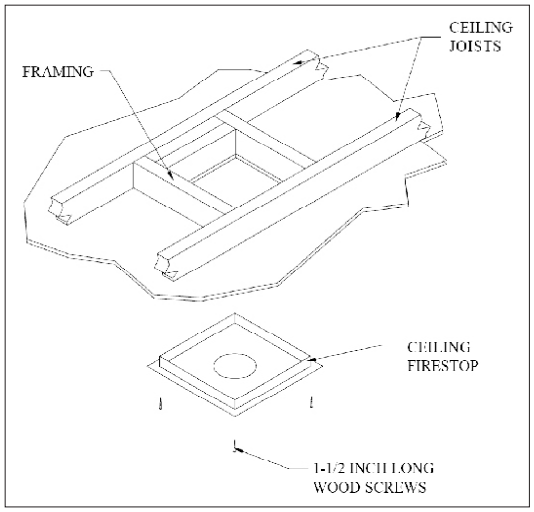
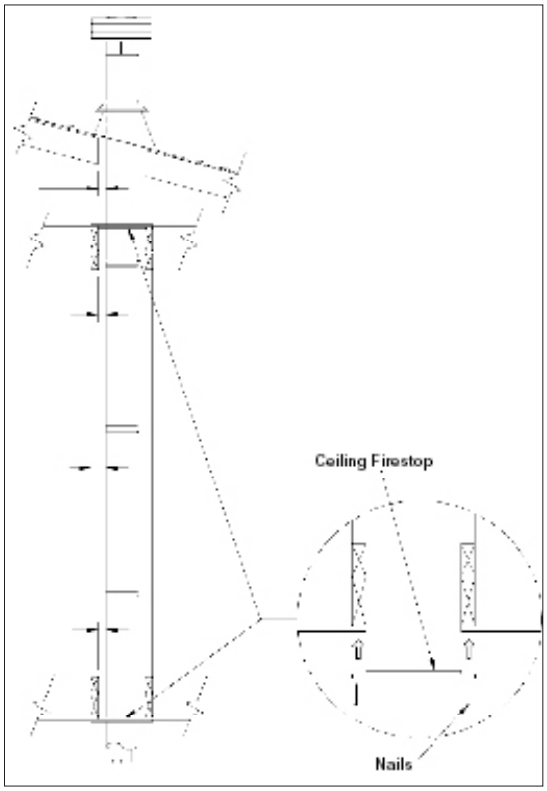

Figure 40: Installation of Ceiling Firestop.
Figure 43: Installation of Ceiling Fire Stops.
Step 3. To install the Ceiling Firestop in a flat ceiling, cut a square hole in the ceiling 11"x11" (280x280mm) square for 8" x 5" pipe, centered on the hole drilled in Step 2. Frame the hole as shown in Figure 40.
(1) For multi-story vertical installations, a Ceiling Firestop is required at any subsequent floors (as shown in Figure 43). The opening should be cut and framed in the same manner as the opening in Step 3 (see Figure 40).
(2) Any occupied areas above the first floor, including closets and storage spaces, which the vertical vent passes through, must be enclosed. The enclosure may be framed and sheet rocked with standard construction materials, however minimum allowable clearances between the outside of the vent pipe must be maintained. Do not fill any of the required air spaces with insulation.